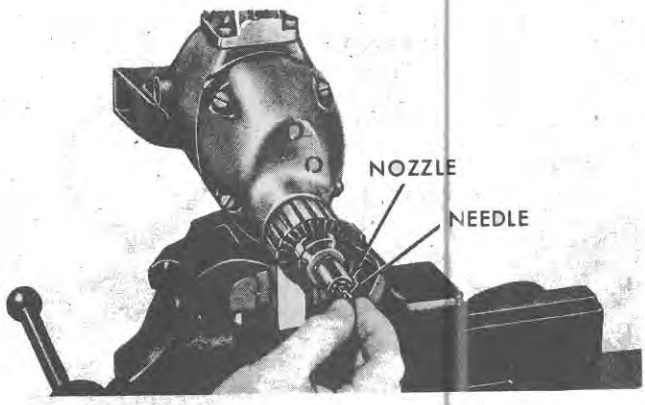

Figure 37
8. If the "Nozzle Leak Back Test" was slower than ten seconds, or the valve sticks slightly, it can be corrected by rematching the needle and nozzle assembly, as shown in Figure 37. This is done by using the Tallow (polishing paste) in one the following methods: